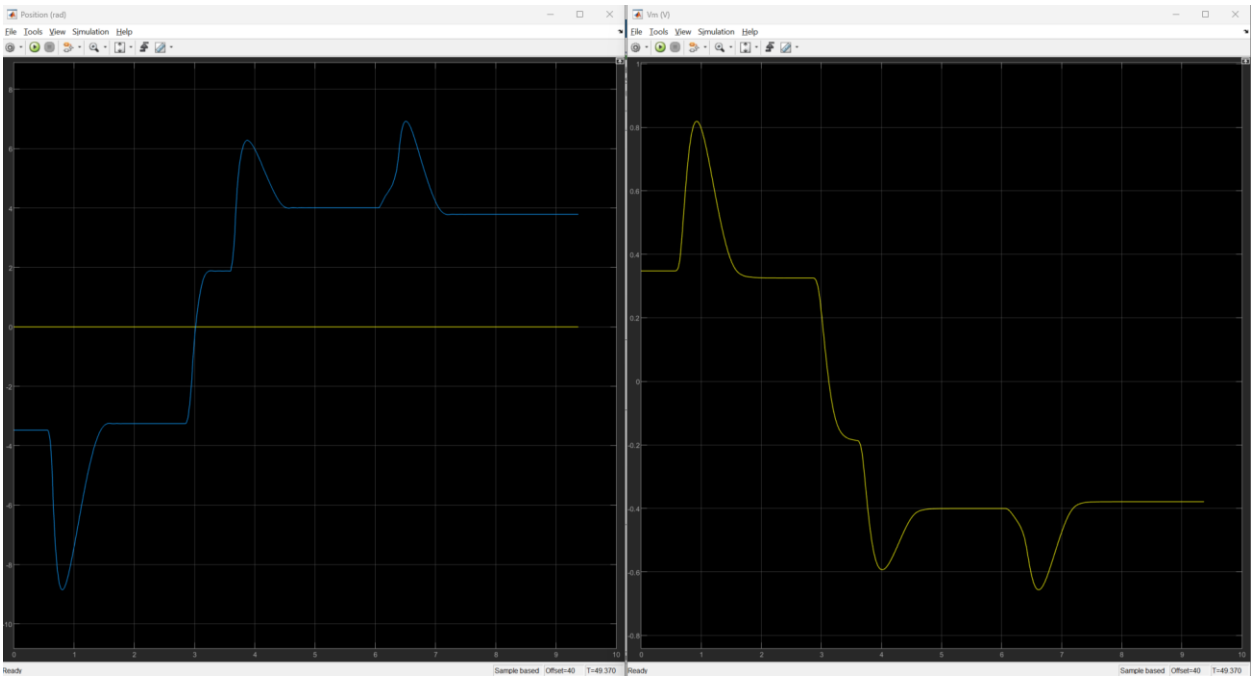

Figure 3: Example response when perturbing the disk with k_p =1.
6. While the controller is running, manually perturb the disc on the Qube-Servo 3 and attach a screenshot of the scopes that represents the behaviour observed. Is the response stable? Is there steady state error once you have perturbed the system? An example response is shown below in Figure 3: